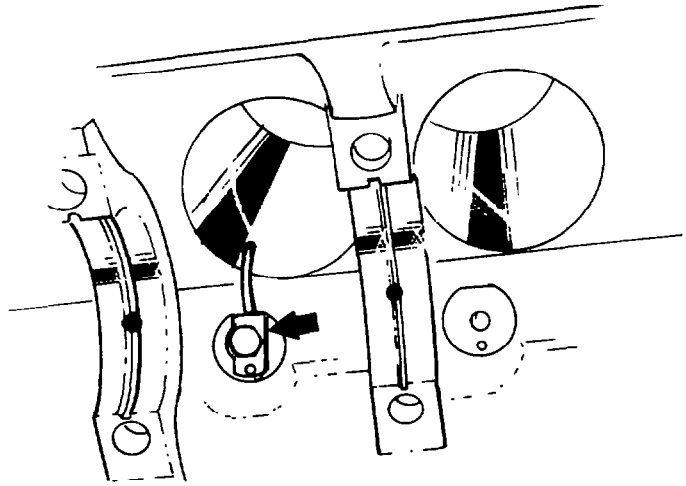

Fig. 54 — Removing Oil Spray Nozzles
x. Remove the oil spray nozzles from inside the crankcase (see fig. 54); remove the cam followers.